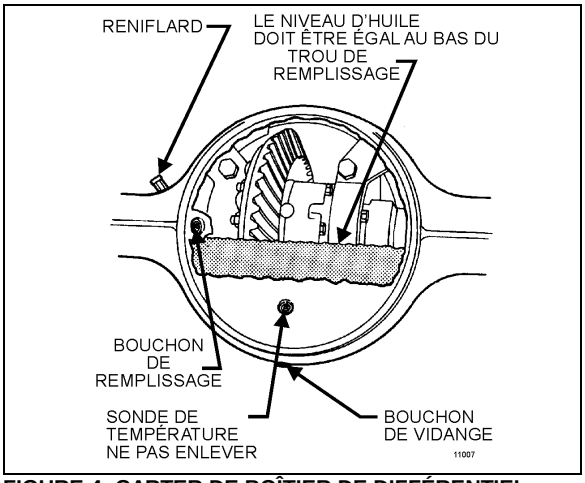

FIGURE 4: CARTER DE BOÎTIER DE DIFFÉRENTIEL
3. Nettoyer la zone entourant le bouchon de remplissage. Enlever le bouchon de remplissage du carter de différentiel de l'essieu (Figure 4).